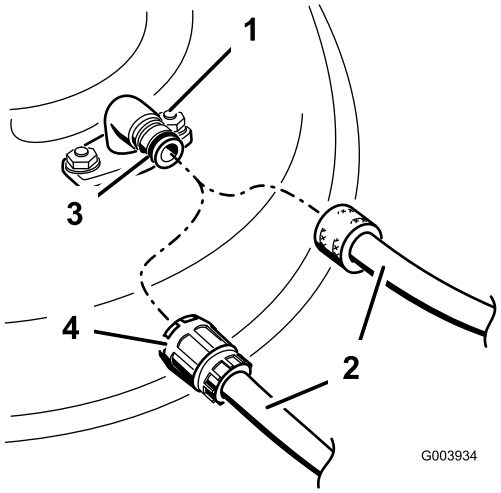

Figuur 72
3. Bevestig de slangkoppeling aan de wasaansluiting van de maaimachine en draai de waterkraan helemaal open (Figuur 72).